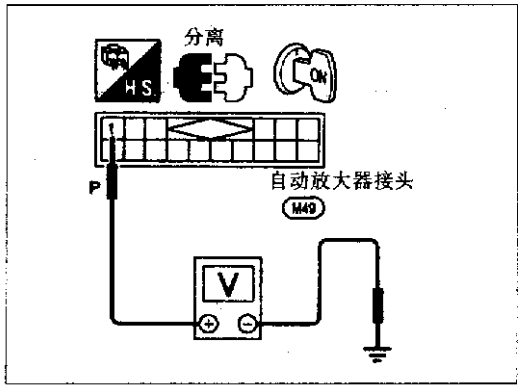

图 11－4－20
(1) 点火开关处于“ON”位置，检查自动放大器(在车身控制模块内)主电源电路(图 11－4－20)。
①分离自动放大器接头。
②线束端连接电压表。
③测量端子 1 车身地之间电压，见表 11－12。